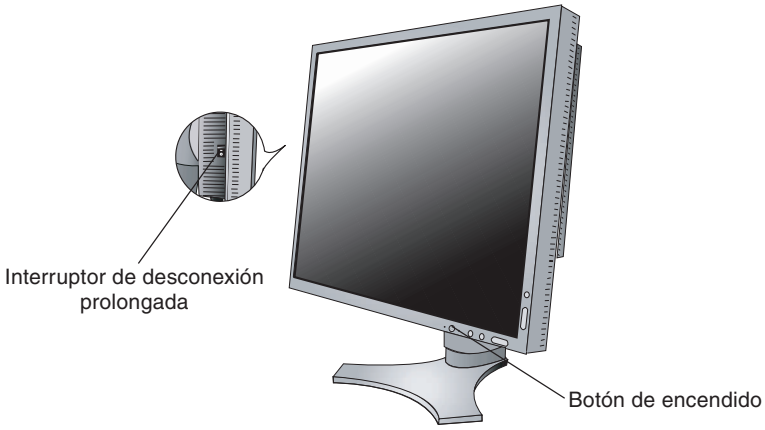

Figura E.1
9. El interruptor de desconexión prolongada que hay a la izquierda del monitor debe estar encendido. Encienda el monitor y el ordenador con el botón de encendido (**figura E.1**).